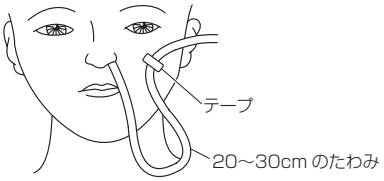

図 13
17. 腸管内に留置されたバルーンが腸の蠕動運動により肛門側へと進み、イレウス（閉塞）部位まで本品の先端部が誘導される。なおチューブは蠕動運動により進むため、チューブは顔面に固定しないこと。もし固定が必要な場合は鼻腔から20～30cm程度のたわみを持たせて固定する（**図13**）。